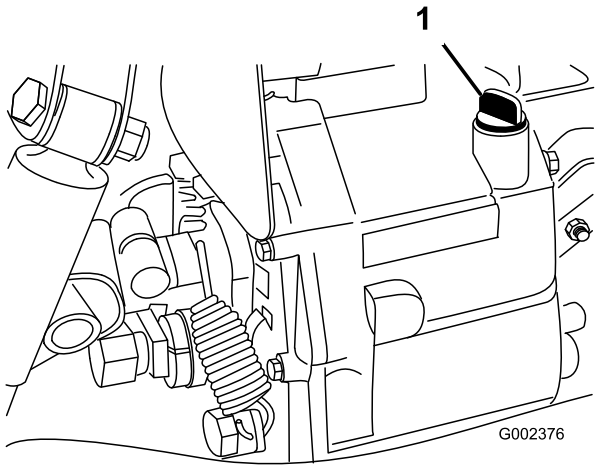

Figur 18
2. Rengjør området rundt peilestaven (Figur 18).